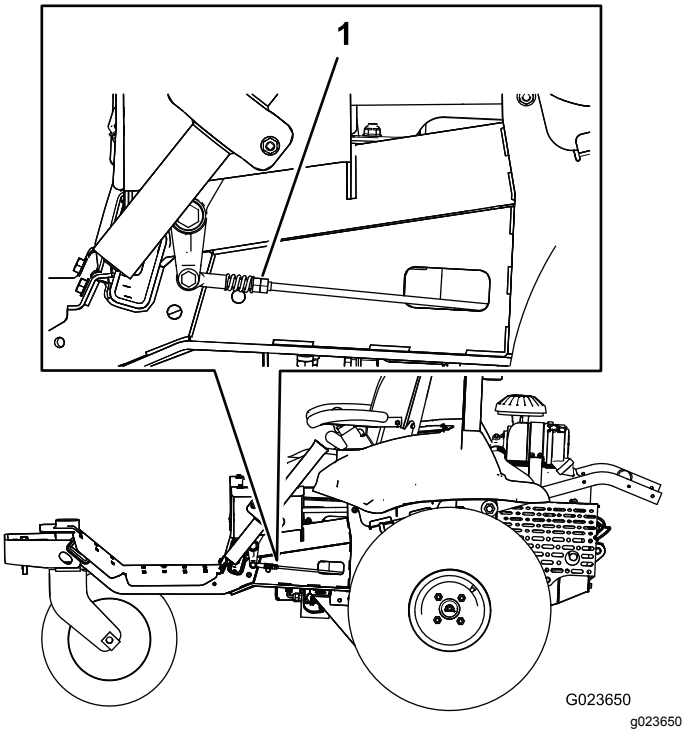

Рисунок 61
7. На одной стороне машины медленно поворачивайте двойные гайки рычажного механизма (Рисунок 61) до тех пор, пока колесо на этой стороне не начнет вращаться, затем поворачивайте двойные гайки в противоположном направлении до тех пор, пока колесо не начнет вращаться в противоположном направлении.